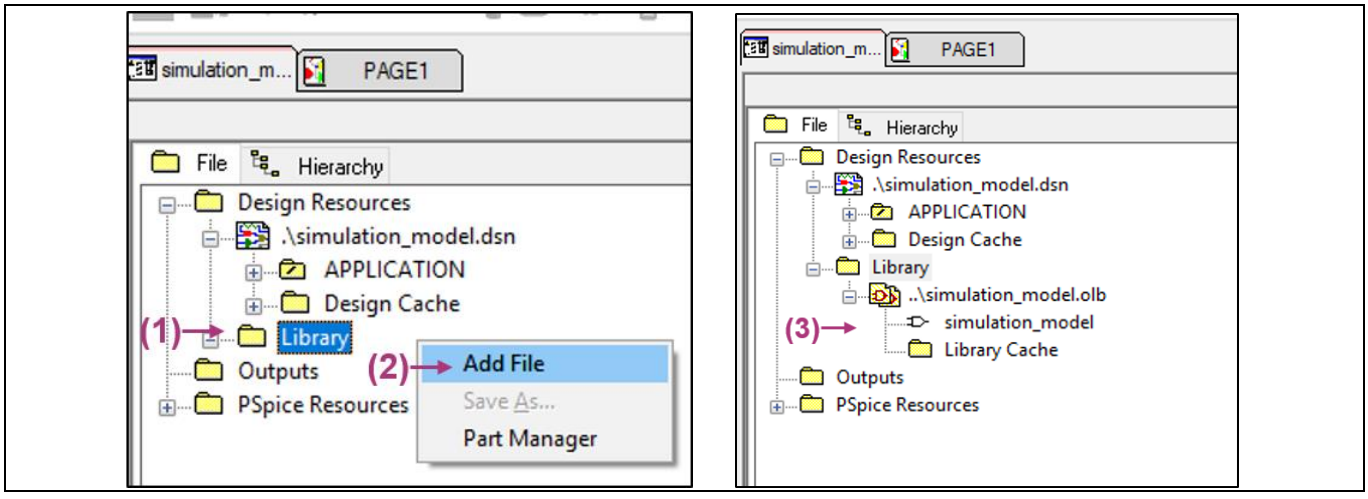

Figure 5 Import .olb file
Figure 5 describes the following steps. From the **Project** tab, under **Design Resources**, right-click on **Library** (1) and choose **Add File** (2). In the pop-up window, browse for the **.olb** file (3)